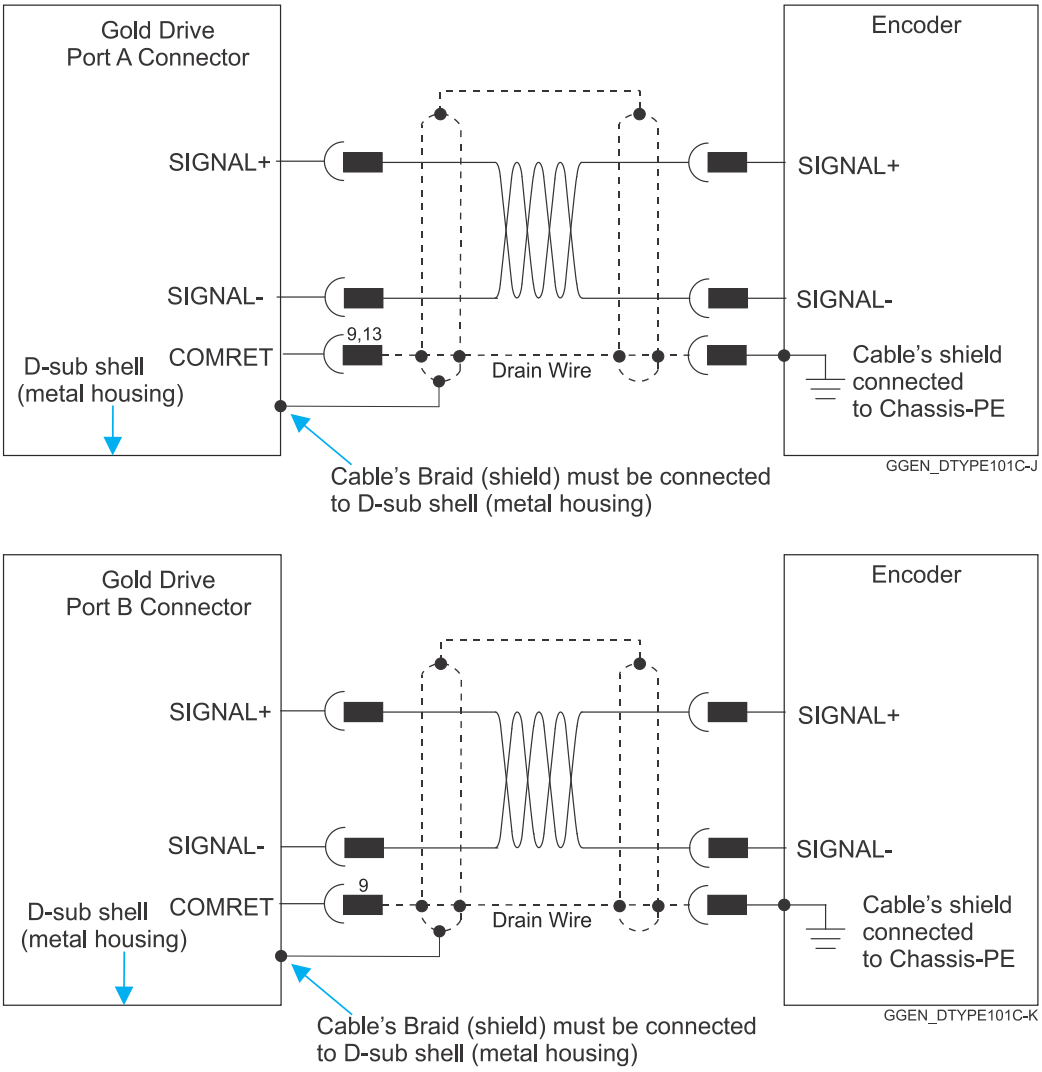

Figure 7: Feedback Port A and B Cable Assemblies
a. At the drive, connect the feedback drain wire to one of the COMRET terminals in the D-Type feedback connector (Figure 7).